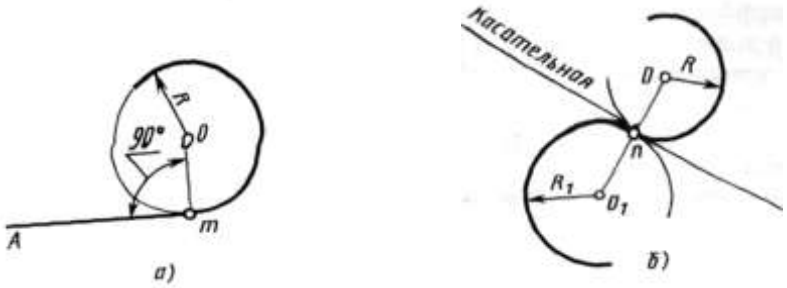

Рисунок 2 – Положения о сопряжениях
1. Для сопряжения прямой линии и дуги необходимо, чтобы центр окружности, которой принадлежит дуга, лежал на перпендикуляре к прямой, восстановленном из точки сопряжения (рисунок 2 а).
2. Для сопряжения двух дуг необходимо, чтобы центры окружностей, которым принадлежат дуги, лежали на прямой, проходящей через точку сопряжения (рисунок 2 б).